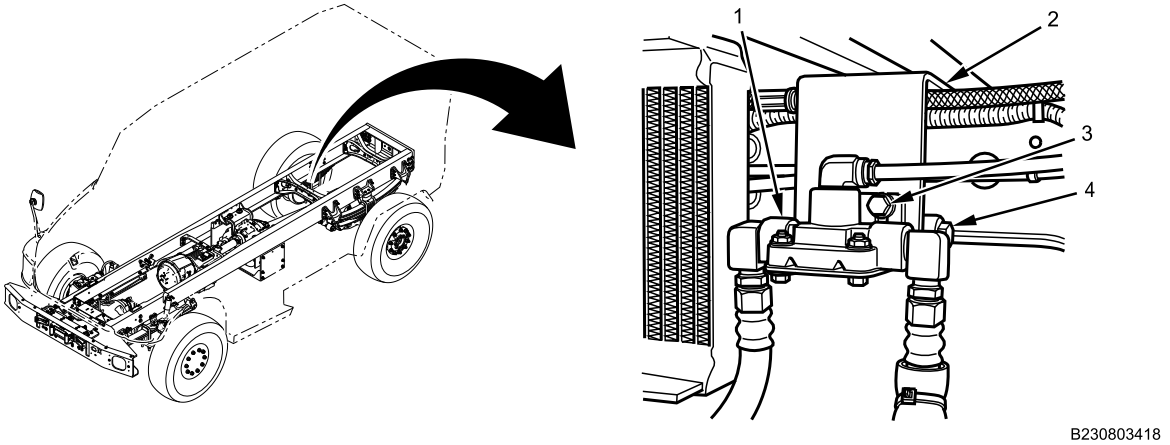

Figure 1. Transfer Case Oil Cooler and Air Brake Quick Release Valves Location.
1. Remove two bolts (Figure 1, Item 3) and nuts from air brake valve mounting bracket (Figure 1, Item 2). Right bolt shown, left bolt hidden from view.
2. Remove front and rear air brake quick release valves (Figure 1, Item 1 and 4) from air brake valve mounting bracket (Figure 1, Item 2).